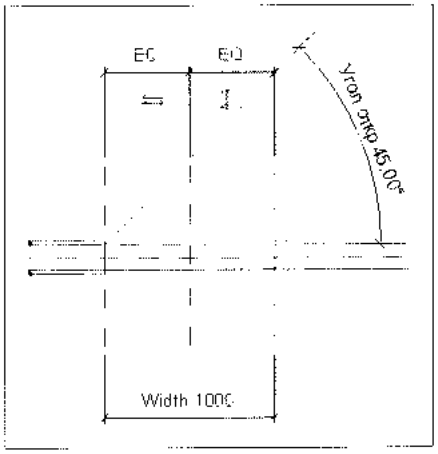

Рис. 18.23. *Построение опорной линии для моделирования угла открывания двери*
3. Создать параметр для угла открывания (рис. 18.23):